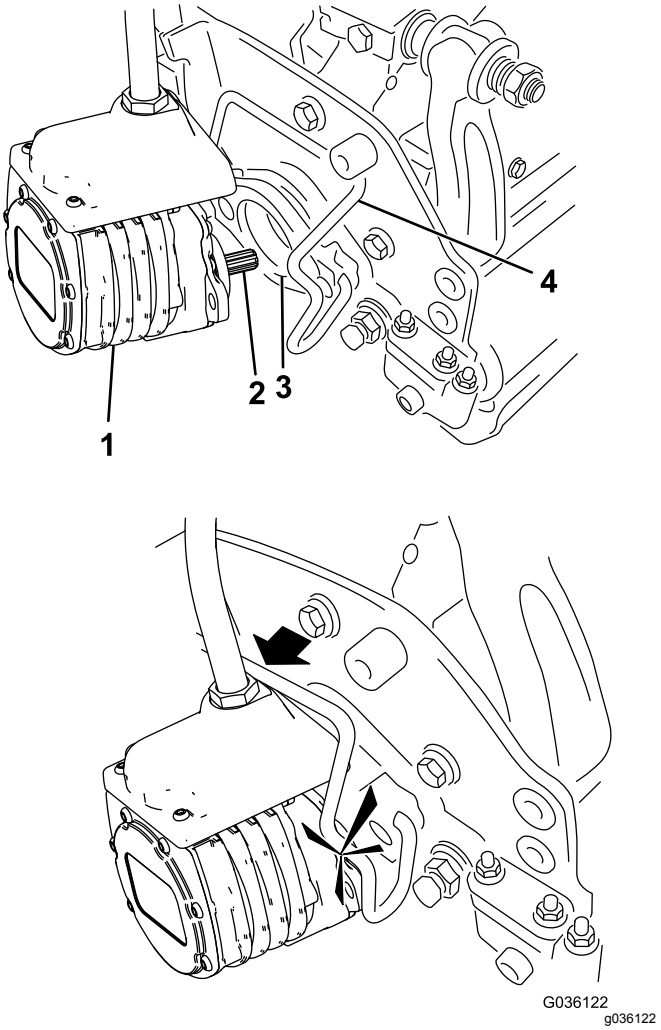

Figuur 52
6. Smeer schoon vet op de sleufas van de motor van het maaidek (Figuur 52).
7. Steek de motor in de linkerkant van het maaidek (gezien vanuit de bestuurdersstoel) en trek de motorbevestigingsstang op het maaidek in de richting van de motor totdat u aan beide kanten een klik hoort (Figuur 52).